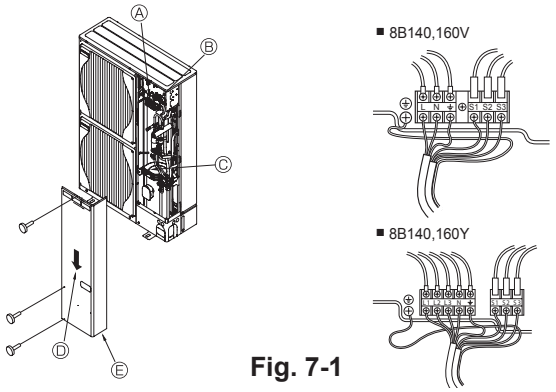

Fig. 7-1
7.1. Unidad exterior (Fig. 7-1)
① Extraiga el panel de servicio.
② Efectúe el cableado según se muestra en la Fig. 7-1.